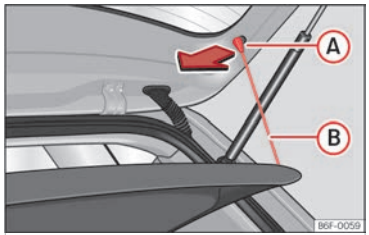

Fig. 187 En el maletero: desmontar y montar la bandeja.
- Desenganche los tirantes de sujeción ››› fig. 187 Ⓑ de los alojamientos Ⓐ.
- Enganche los tirantes de sujeción ››› fig. 187 Ⓑ en el portón trasero.